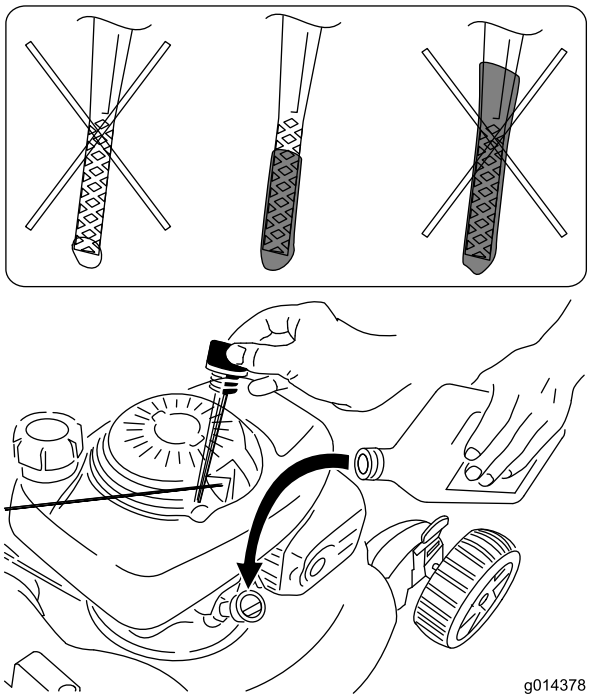

Figura 9
1. Rimuovete l'asta di livello, pulitela e inseritela nel bocchettone di riempimento dell'olio, **senza avvitarla** (Figura 9).
2. Rimuovete l'asta e controllate il livello dell'olio (Figura 9).
Se sull'asta di livello non ci sono tracce di olio, versate **lentamente** dell'olio nel tubo di riempimento e controllatene di tanto in tanto il livello con l'apposita asta fino a quando l'asta non indica che il motore è pieno, come illustrato nella Figura 9. **Non riempite troppo.** (Riempimento massimo: 0,55 litri, tipo: olio detergente SAE 30 con classificazione API SH, SJ, SL o superiore.)